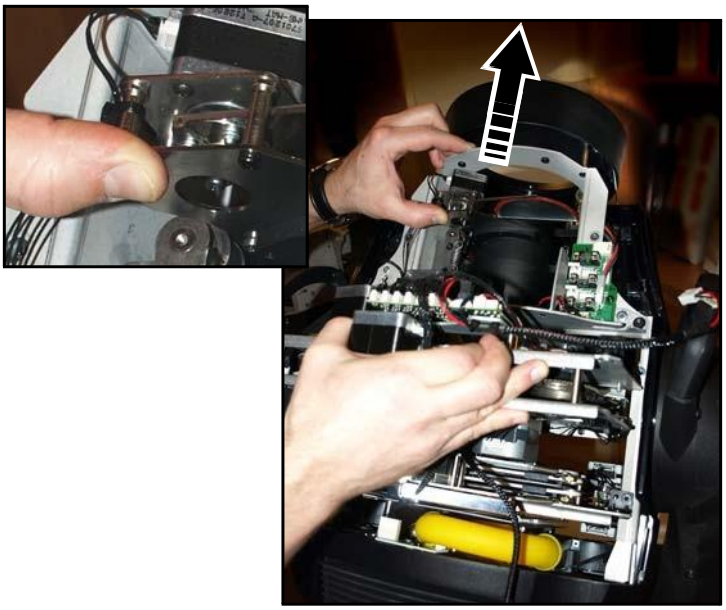

Рисунок 17: Снятие модуля проецирования
5. См. Рисунок 17. Стараться не прикасаться к стеклянным или хрупким компонентам. Придерживая большим пальцем одну из металлических пластин носителя зума/фокусной линзы, сдвинуть носитель зума/фокусной линзы по направлению к передней поверхности головной части и вынуть модуль проецирования из головной части.